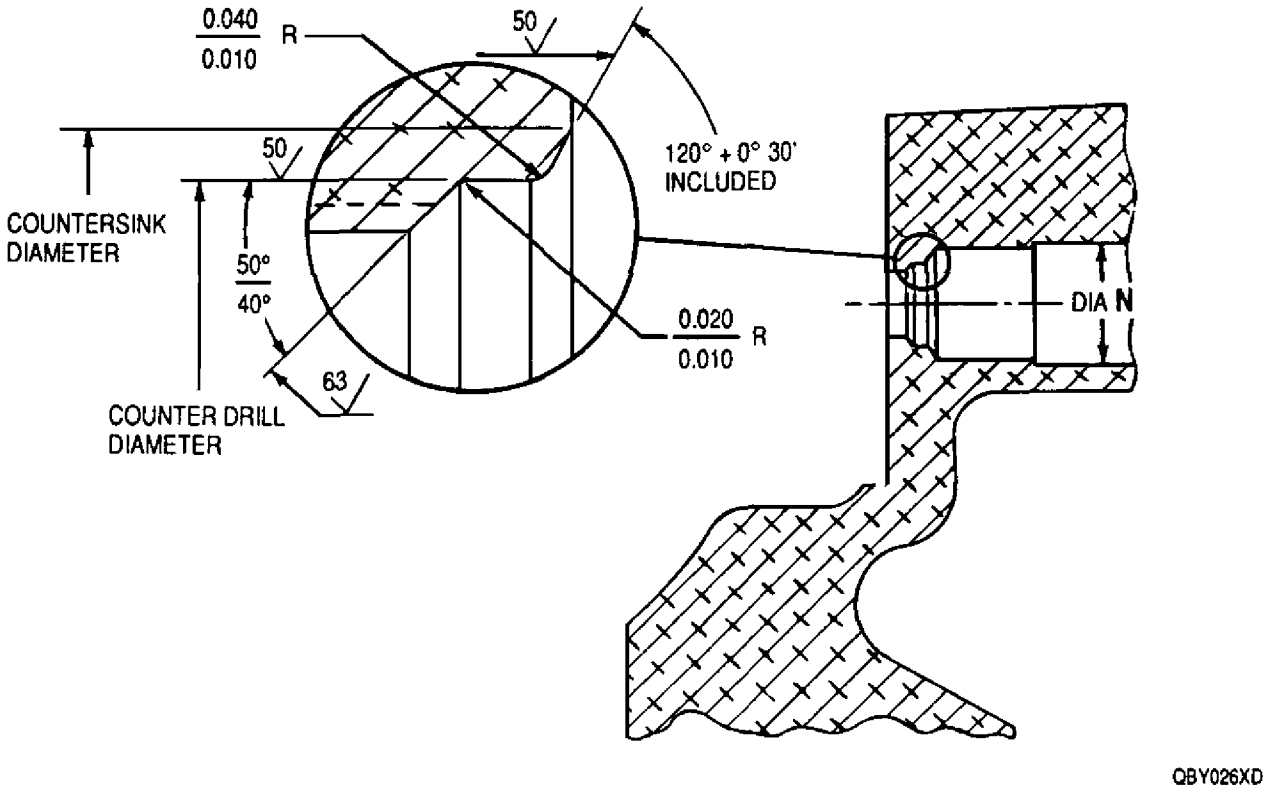

Figure 4. Negative Torque System Actuator Rod Seal Bore − Rework
10. Negative Torque System Actuator Rod Seal Bore − Rework. (figure 4) This rework procedure repairs worn original seal bores by incorporating a replaceable NTS actuator rod bushing.
b. Counter drill the 0.580 − 0.588 in. diameter to 2.764 − 2.779 in. deep. Maintain surface texture and chamfer requirements shown (figure 4).
f. Install packing on bushing. Install bushing and torque 65−75 lb in. (QA)